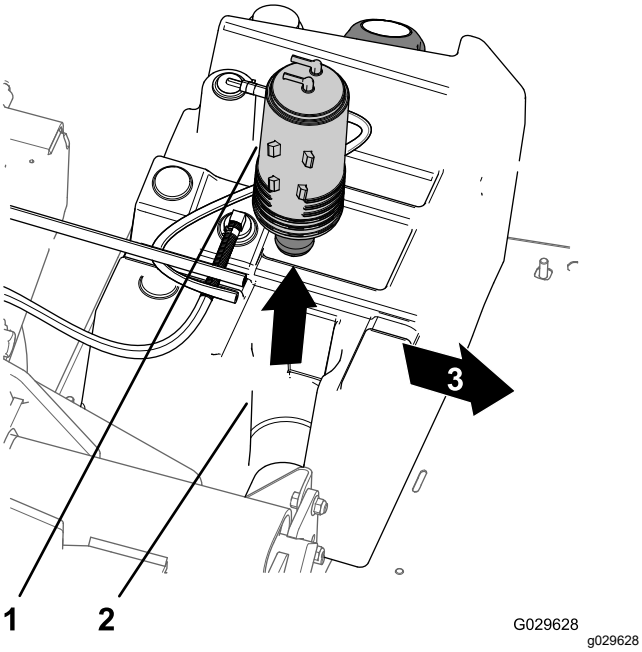

Figur 47
3. Løft kulfilterbeholderen af kulfilterbeholderens montering i brændstoftanken (Figur 47).
7. Sæt den nye kulfilterbeholder ind i kulfilterbeholderens montering på brændstoftanken med tømningsfittings og brændstoftankens fittings justeret bagud (Figur 47).